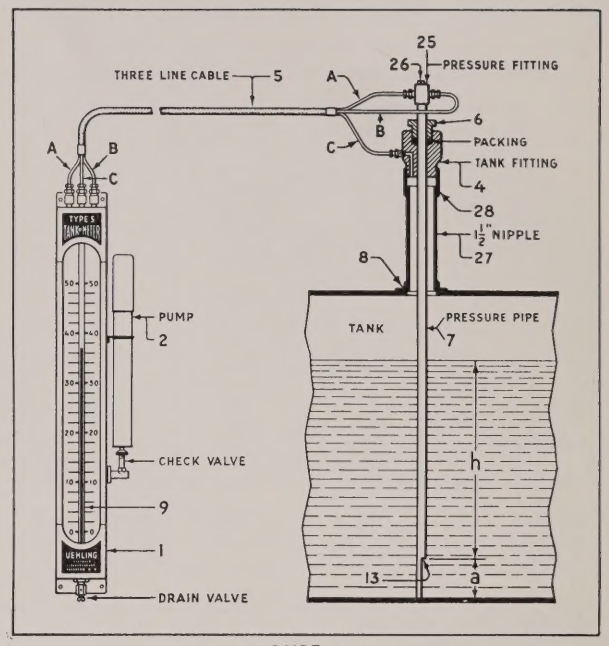

FIGURE 16
The air or gas for actuating the **Tank-O-Meter** may be supplied from any number of different sources. As already stated, the most generally used means for supplying air to the measuring system is a hand pump (2), Figure 17-A, which forms a part of the **Tank-O-Meter.** Only a few strokes of the pump are necessary to exhaust the pressure pipe (7), Figure 16, after which continued pumping will only cause air to bubble out at
(13) without further affecting the reading as indicated by the manometer (9) of the **Tank-O-Meter.** A check valve as illustrated in Figure 16, maintains the reading thus obtained.
The **Tank-O-Meter** may also be actuated by compressed air. In such a case, the instrument is furnished with a bubbling chamber (3) and a needle valve (9), Figure 17-B. The compressed air supply line is connected through the needle valve which may be adjusted to cause a gentle bubbling visualized through the transparent vessel (3). The air thus supplied will exhaust the pressure pipe (7), Figure 16, and then continue to bubble out through (13), thereby causing the reading on the **Tank-O-Meter** to correspond to the head (h), Figure 16.